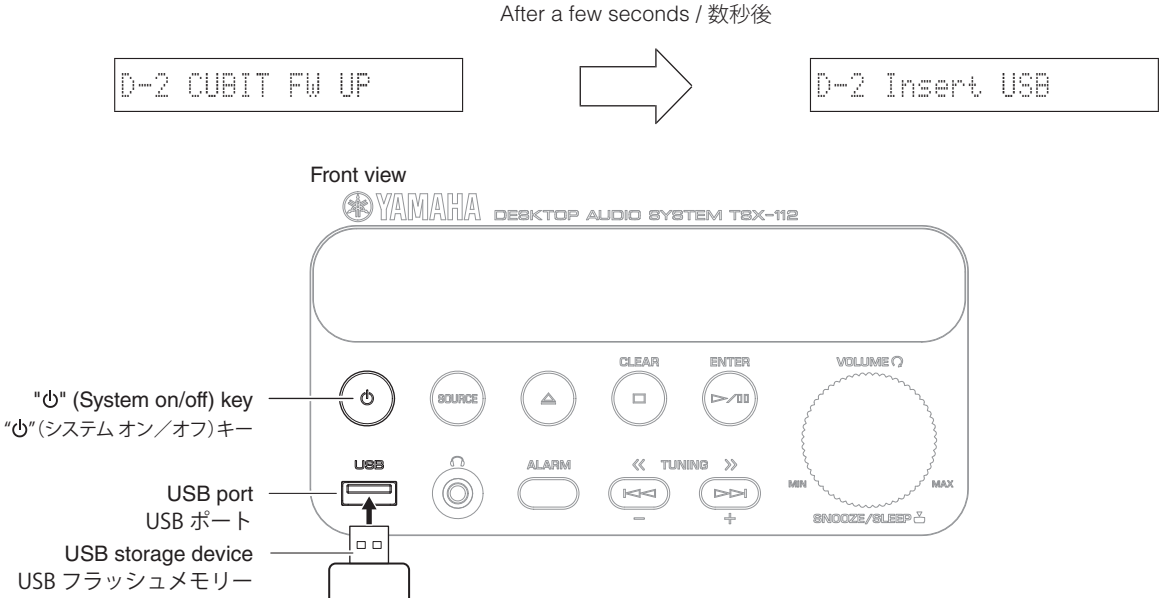

Fig. 1
2. When “D-2 Insert USB” is displayed, insert the USB storage device to the USB port. (Fig. 1)
2. “D-2 Insert USB” が表示されたら、USB ポートに USB フラッシュメモリーを差し込みます。（Fig. 1）
6. Remove the USB storage device from the USB port. (Fig. 1)
6. USB ポートから USB フラッシュメモリーを抜きます。（Fig. 1）